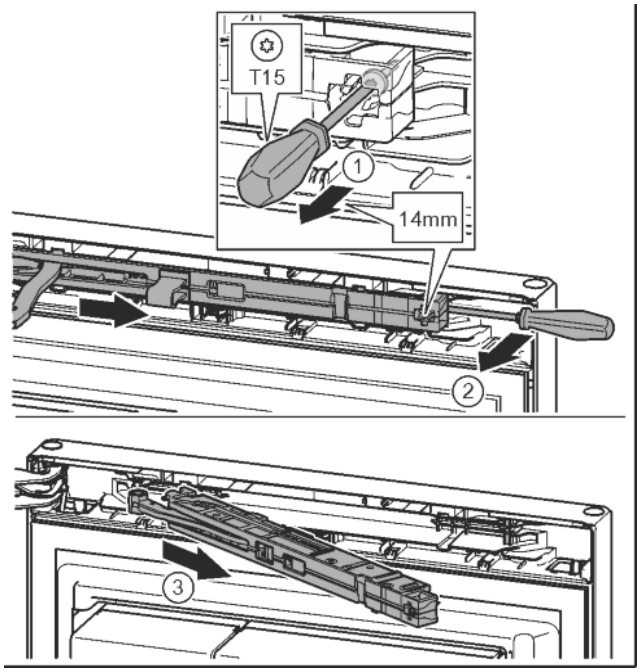

Fig. 12
▶ Desserrer la vis de l'amortisseur de fermeture de 14 mm environ avec un tournevis T15. *Fig. 12 (1)*
▶ Avec un tournevis, accéder à la partie postérieure de l'amortisseur de fermeture du côté de la poignée et faire pivoter en avant. *Fig. 12 (2)*
▶ Sortir l'amortisseur de fermeture. *Fig. 12 (3)*